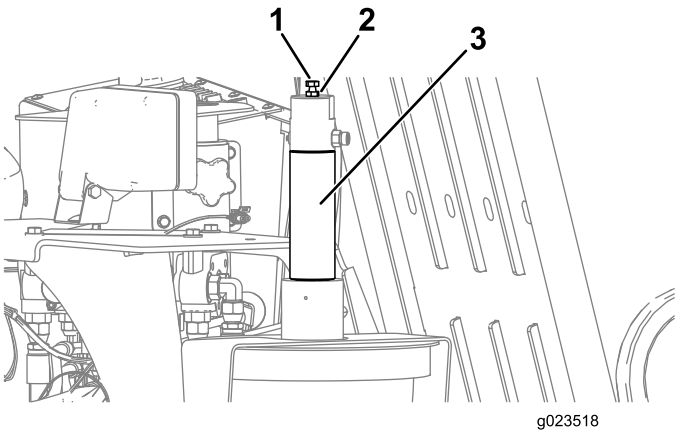

Rysunek 56
1. Odkręcić nakrętkę na śrubę regulacji znajdującej się na górze tłoka aplikatora (Rysunek 56).